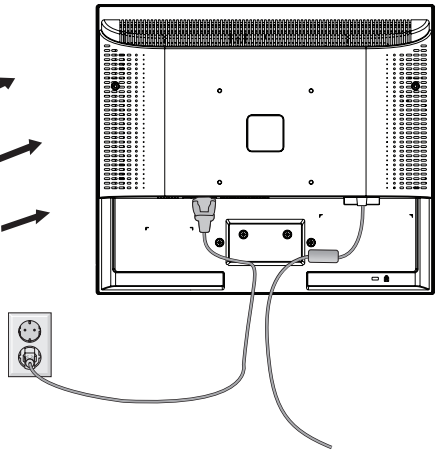

Figura R.3
4. Collegare il cavo di alimentazione c.a. sulla parte posteriore del monitor (**Figura R.3**).